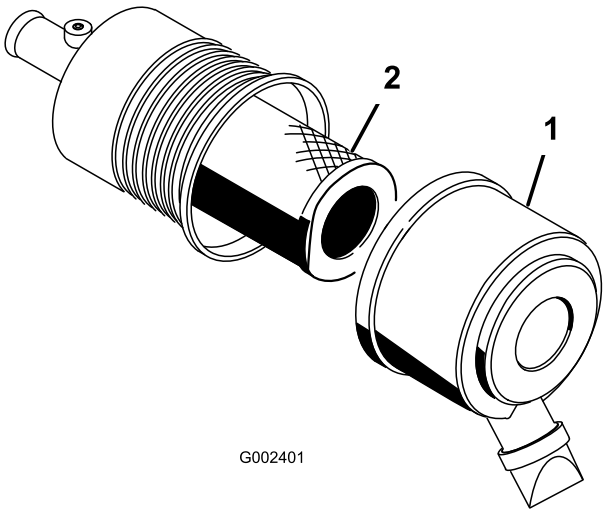

Figuur 43
1. Maak de sluitingen op het luchtfilter los en trek het luchtfilterdeksel van de luchtfilterbehuizing (Figuur 43).
3. Schuif het filter voorzichtig uit de luchtfilterbehuizing (Figuur 43).
5. Schuif het filter voorzichtig over de buis van de behuizing (Figuur 43).
6. Monteer het luchtfilterdeksel met de kant naar boven gericht en maak de sluitingen vast (Figuur 43).